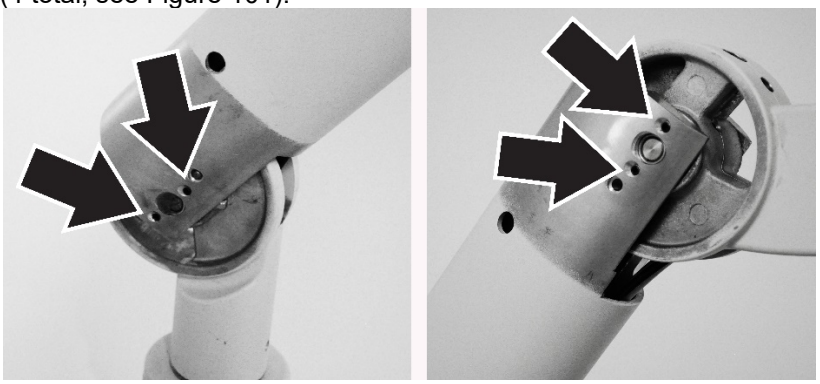

Figure 101 Articulating Arm, Inner Section Friction Screws
3. Loosen the Articulating Arm friction adjustment screws for the inner segment (4 total, see Figure 101).